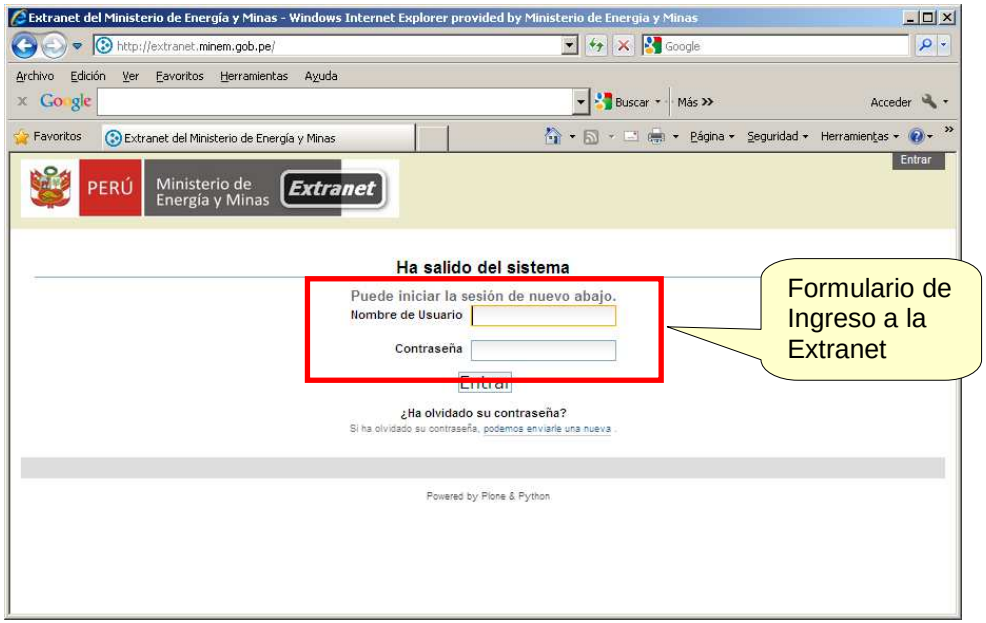

Fig. 3.2 Ventana de Acceso a la Intranet.
2. Escriba sus datos de acceso en el formulario de ingreso y luego haga clic en el botón “Entrar” (Fig. 3.2).